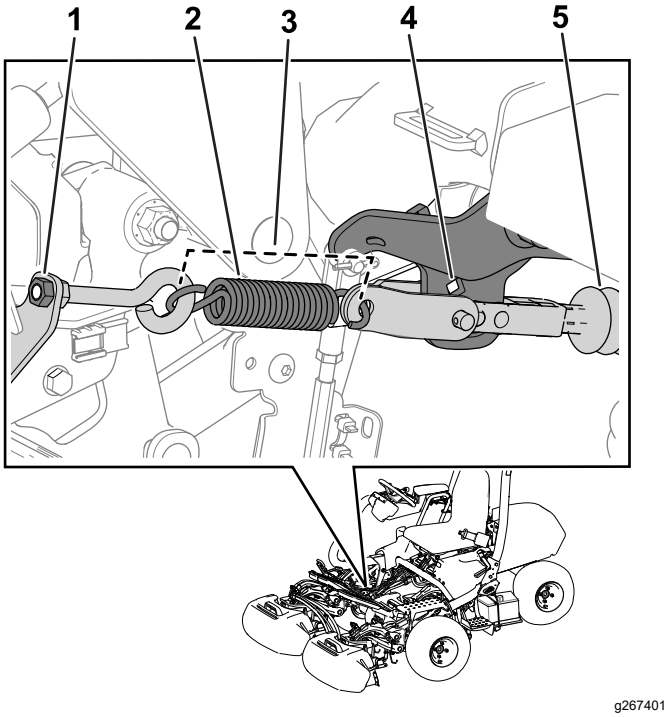

Figura 36
Nota: Consulte la Figura 36 para conocer el procedimiento.
3. Prepare la operación apretando la tuerca del cáncamo hasta que la longitud del muelle sea de 11,4 cm una vez instalado (Figura 36).